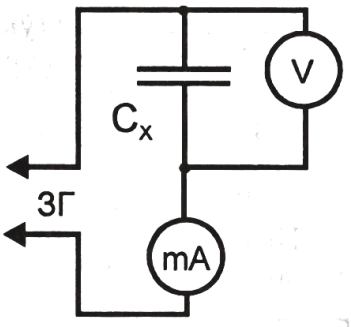

Рис. 14-5-1
1. Соберите электрическую цепь по рис. 14-5-1. Конденсатор C возьмите неоксидный, емкостью 1мкФ.